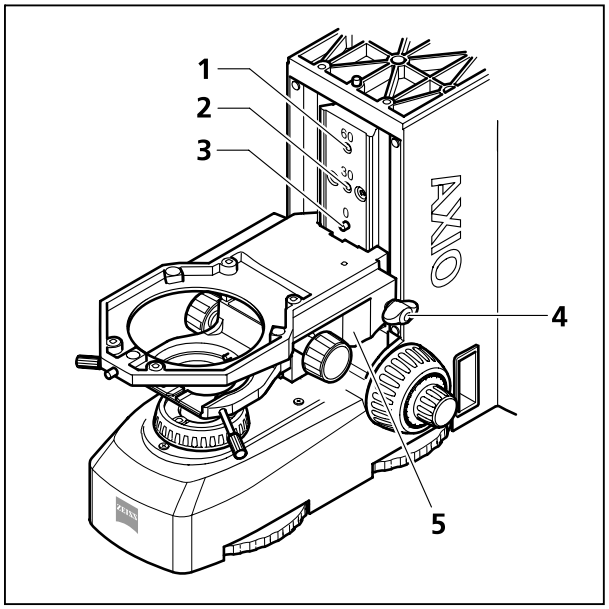

Bild 3-24 Tischträger montieren
- Zapfenschraube (Bild 3-24/**3**) in die richtige Bohrung einschrauben:
- Bohrung mit Markierung **0**: **kein** Zwischenstück für Probenraumerweiterung montiert (Bild 3-24/**3**),
- Bohrung mit Markierung **30**: Zwischenstück für Probenraumerweiterung um **30 mm** montiert (Bild 3-24/**2**),
- Bohrung mit Markierung **60**: Zwischenstück für Probenraumerweiterung um **60 mm** montiert (Bild 3-24/**1**).
- Tischträger (Bild 3-24/**5**) leicht schräg (unterhalb der Zapfenschraube) zuerst links in die Führung einsetzen, dann an die Führung gerade andrücken und Knebelschraube (Bild 3-24/**4**) leicht anziehen.